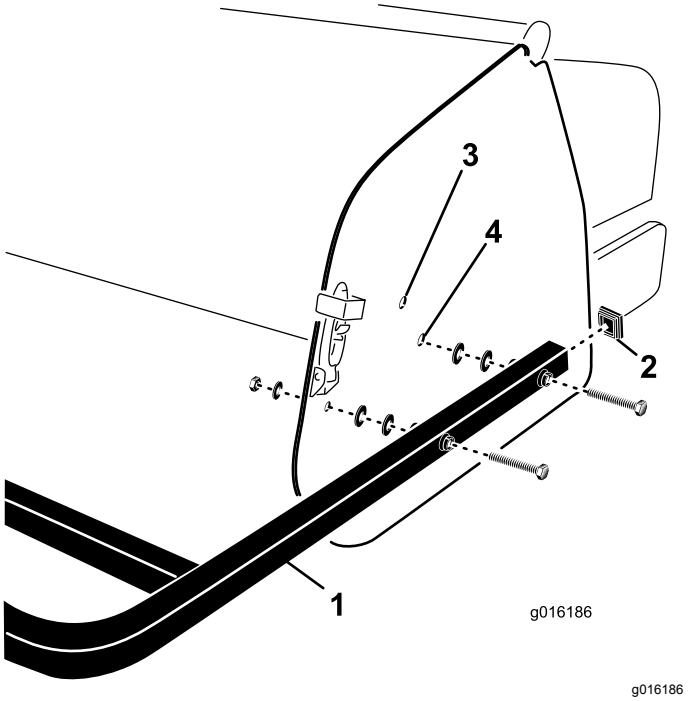

**Figur 31**
1. Sett endedekslene inn i endene på rørene på bakre vern (Figur 31).
2. Plasser hullene i monteringsrørene på bakre vern på linje med hullene i luftemaskinens sideplater (Figur 31).
3. Fest monteringsrørene på vernet til sideplatene med fire skruer, flate skiver og muttere (Figur 31).